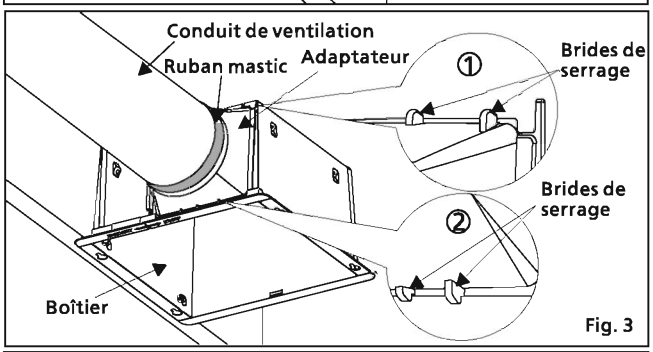

Fig. 3
4. Installez le conduit de ventilation, fixez-le avec une bride de serrage et sceller-le avec du ruban mastic ou mastic liquide approuvé. (Voir Fig. 3)
5. Faites glisser les brides de l'adaptateur à la partie supérieure du boîtier du ventilateur, puis enclenchez les brides de l'adaptateur sur le bas de l'ouverture du boîtier du ventilateur. (Voir Fig. 3)